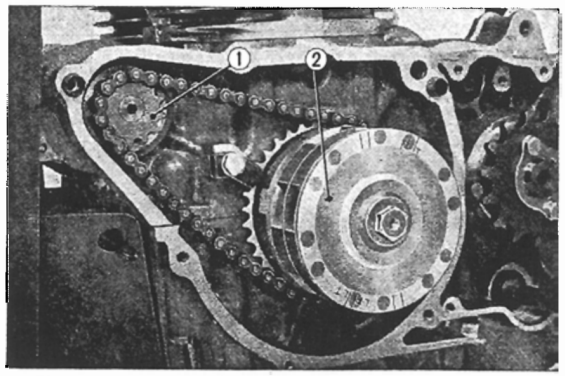

Fig. 3.90 Remove the left crankcase cover
2. Remove the left side crankcase cover. **(Fig. 3.90)**